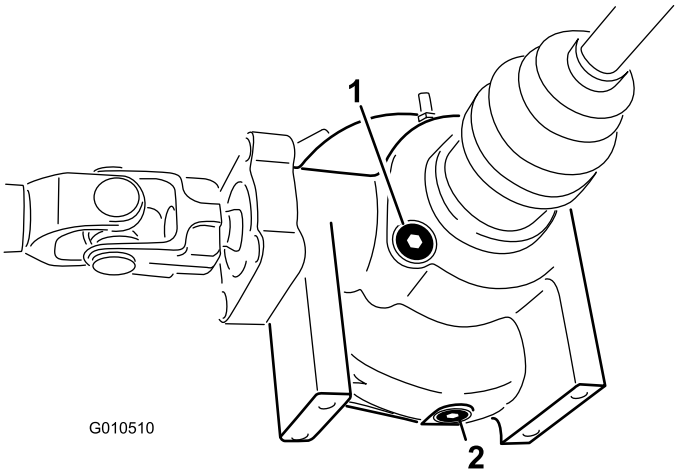

Figura 51
2. Pulite la zona attorno al tappo di spurgo sul lato del differenziale (Figura 51).